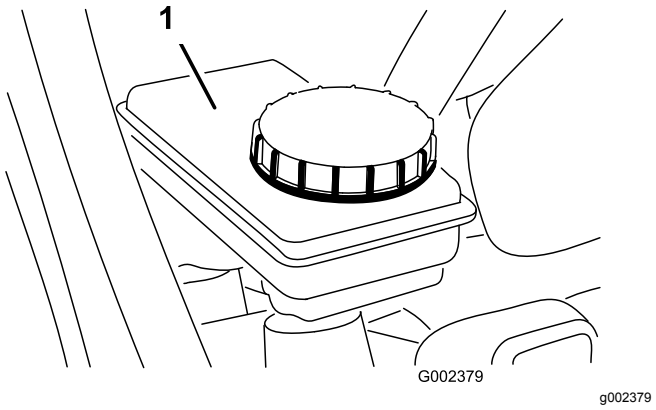

Figuur 57
5. Controleer of het vloeistofpeil tot aan de Vol-markering op het reservoir reikt (Figuur 57).
6. Als het vloeistofpeil te laag is, moet u de omgeving van de dop reinigen, de dop verwijderen en het reservoir vullen met de voorgeschreven remvloeistof tot het correcte niveau bereikt is (Figuur 57).